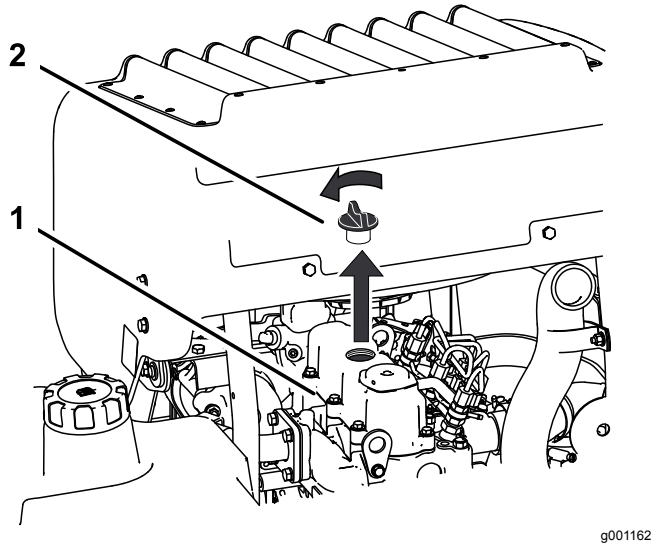

Figuur 68
6. Verwijder de vuldop op de bovenkant van de motor (Figuur 68).
2. Verwijder de olievulbuis/peilstok (Figuur 68).